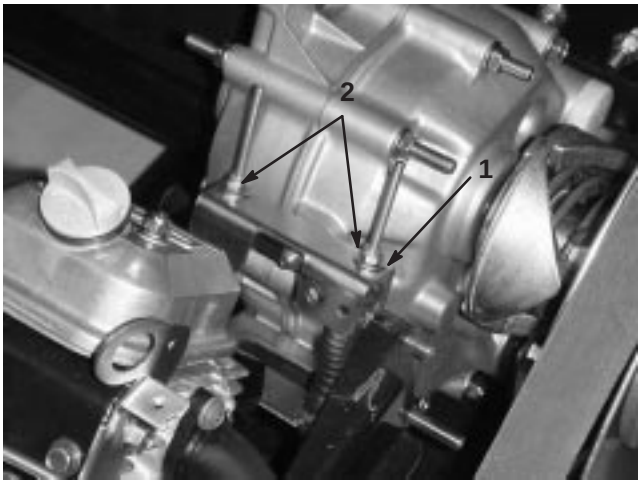

Figur 25
Vid rutinunderhåll och/ eller motordiagnostik måste växeln läggas i neutralläge (figur 25). Fordonet har ett neutralläge på växelväljaren som styr neutralläget i växellådan. Följande åtgärder bör vidtas för att försäkra att neutrallägesspaken driver växellådans neutralläge korrekt:
2. Se till att neutrallägesfästet är i neutralläget (jämnt) genom att vrida drivkopplingen (figur 25). Fordonet ska inte rulla bakåt eller framåt. Om det gör det flyttar du neutrallägesfästet till neutralläget.
3. Dra åt en av låsmuttrarna (figur 25) precis tillräckligt för att få bort spelet ur växelkabeln.